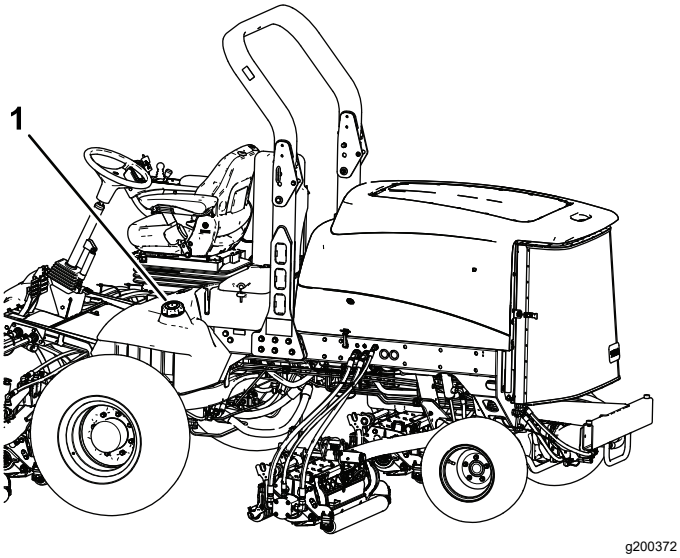

**Рисунок 34**
3. Снимите крышку топливного бака (Рисунок 34).